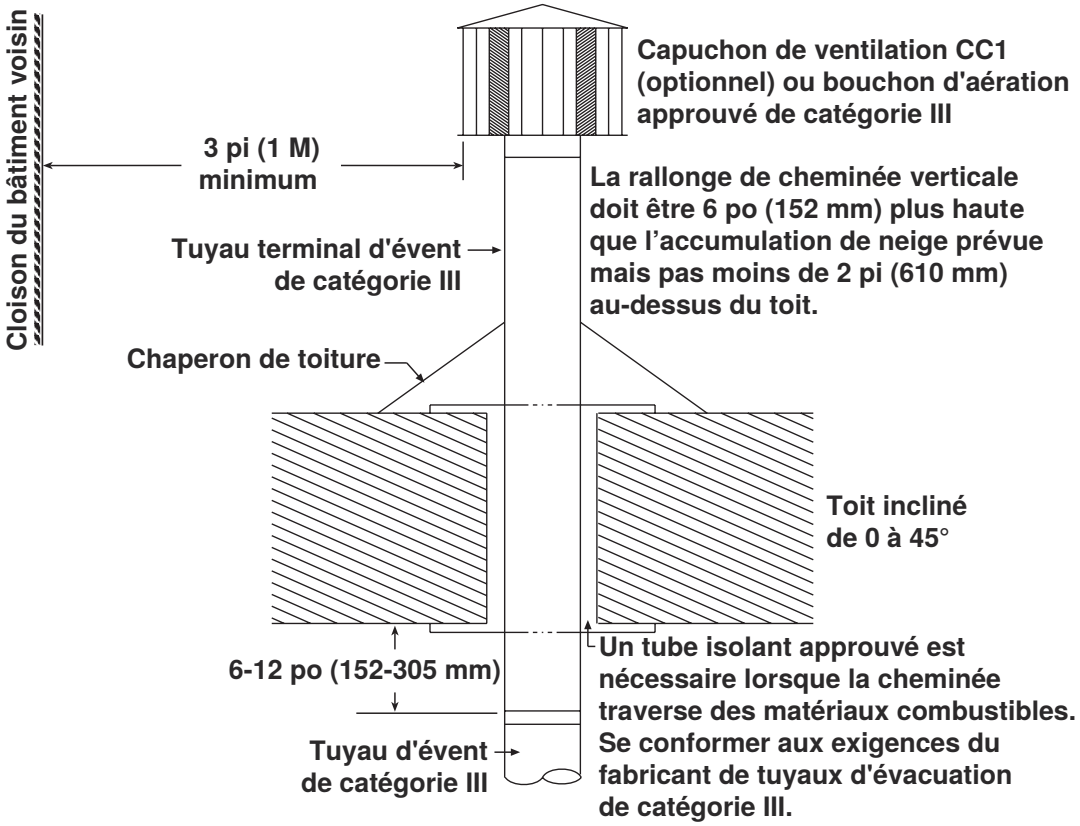

Figure 18. Terminal de ventilation vertical (installations résidentielles)
c. Reportez-vous aux instructions illustrées à la **Figure 18** pour installer le terminal de ventilation vertical.